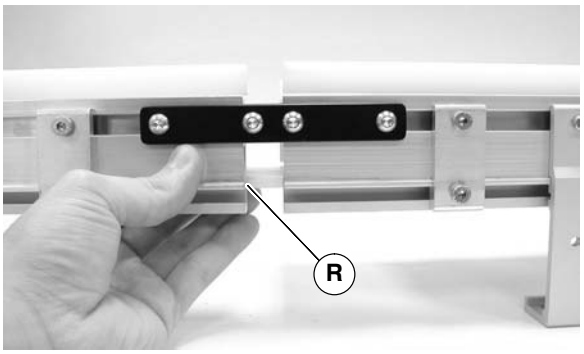

Figure 7
3. Snap the protruding return wear strip to the extrusion on the opposite side (R of Figure 7).